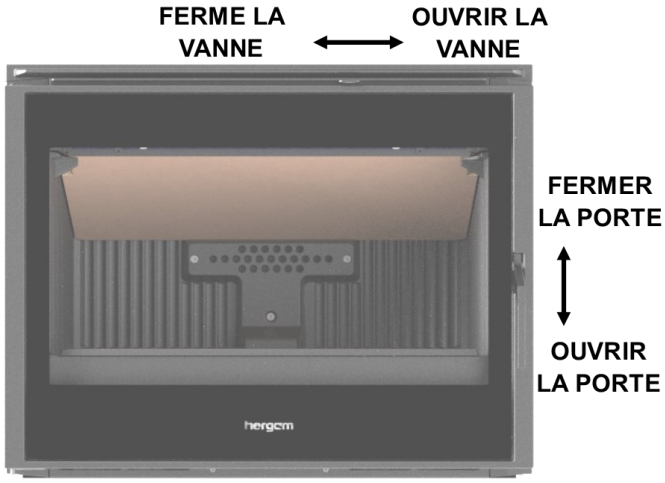

FIG. 2
Pour fermer la porte, saisir la poignée et poussez- le délicatement dans la poêle. Toujours utiliser un gant ignifuge (Fig. 2)
La position intermédiaire est en général la meilleure mais elle dépend cependant de la qualité et du tirage de la cheminée installée et du type de combustible employé (bois durs ou tendres) (Fig. 2).
1. **Ouvrez complètement la ou les arrivées d'air de l'appareil. (Fig. 2)**